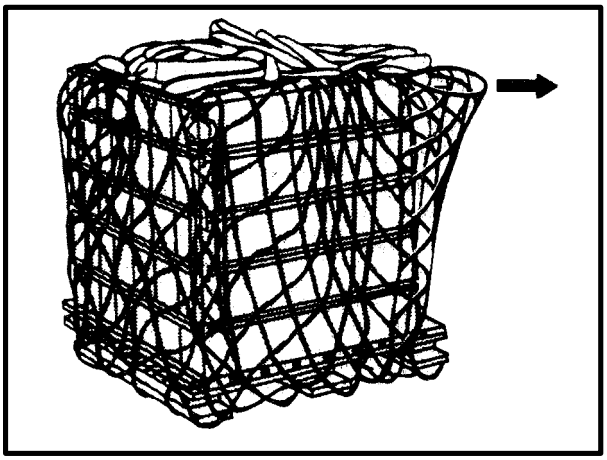

*Figure 7-11. Excess Net Taped to Itself*
**(8)** After you finish taping the legs and net on top of the load, pull the net outward at each corner, grasp the border cord from each side near the corner of the load, and tape them together to tighten the sides of the net. Take the excess netting at the corner and tape to the adjoining side. At each side, pull the net up as high as possible and tape it to itself to prevent it from snagging on the load and tearing the net (Figure 7-11). Use only enough tape to hold the net in place on the load. **DO NOT** tape the net to the load.